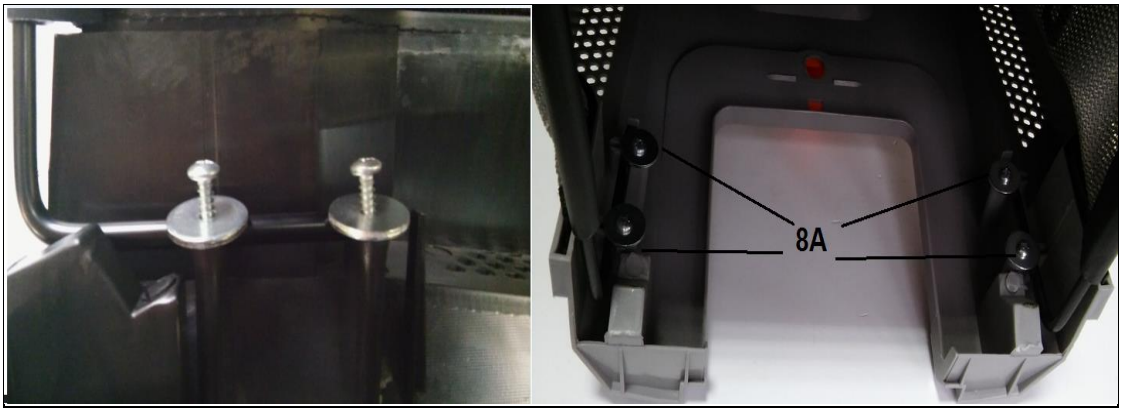

Rys. 9
3. Przykręć zamontowane elementy do siebie za pomocą 4 nakrętek i 4 śrub (Rys. 9, poz. 8A) jak na Rys. 9.